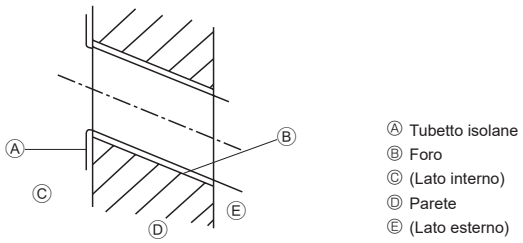

Fig. 3-3
3.2.2. Fori della tubazione (Fig. 3-3)